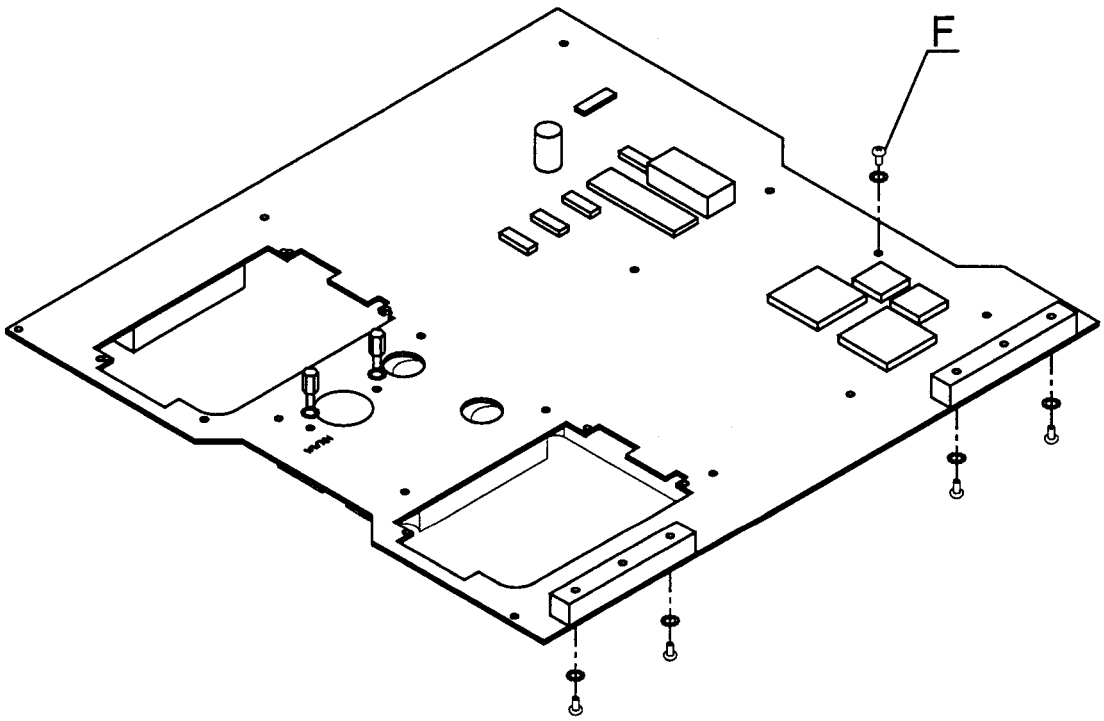

Fig. 5 - Measurement block
- **Remove** the 5 fixations screws ("**F**" mark, Fig. 5).